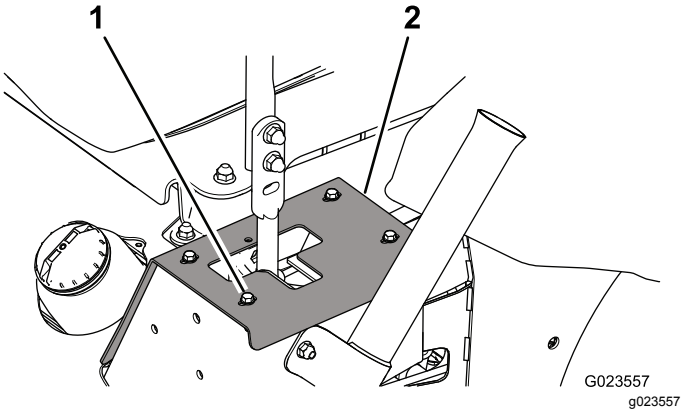

Рисунок 62
2. Чтобы получить доступ к монтажным болтам демпфера, выверните болты крепления упорных пластин к раме (Рисунок 62).